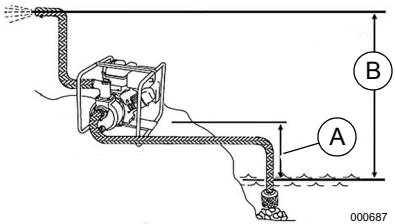

Figure 3-2. Pump Output
See ***Figure 3-2***. Pump output will be affected by the type, length, and size of the suction and discharge hoses. Suction head is the distance (A) from the water intake to the suction port. The pumping height, total head, is the distance (B) from the water intake to the point of discharge. As total head increases, the pump output decreases. The discharge capacity is greater than the suction capacity. Therefore, it is important to keep the suction head less than the total head. The time required to draw water from the source to the pump (self-priming time) can be decreased by minimizing the suction head.